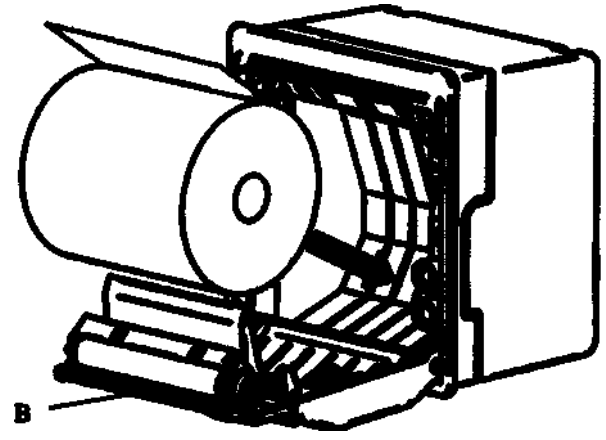

Рис. 6
17.3 Вставить новый рулон бумаги, таким образом чтобы свободный край оказался сверху рулона (Рис. 6).
Осторожно! Будьте внимательны острый резак для бумаги! (Рис. 6в).